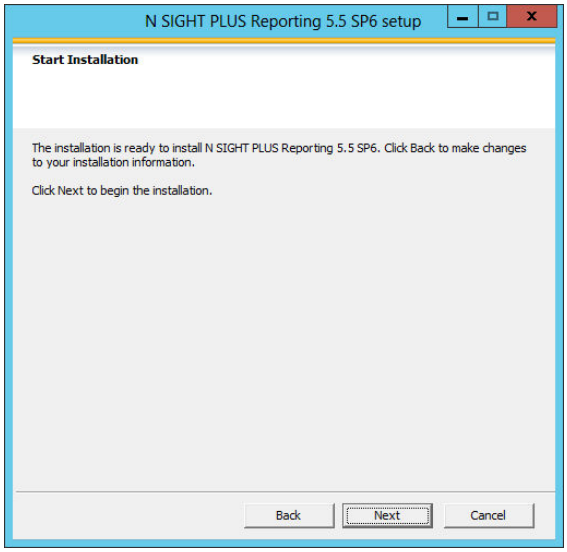

Figure 6.36 – N_SIGHT PLUS Reporting Setup
1. Click **Next** and the following window appears. See Figure 6.36.